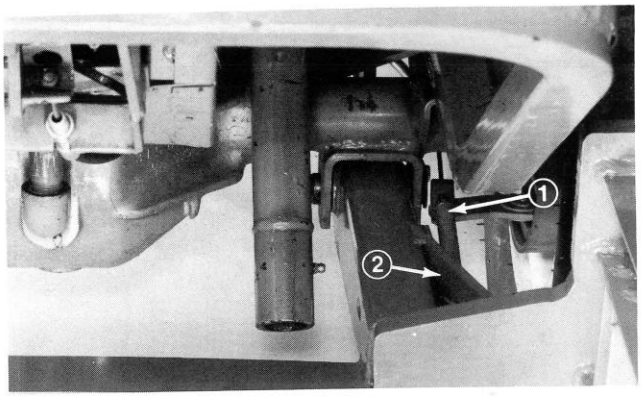

Figure 4
4. Remove cotter pins from clevis pins holding brake struts and yokes together, and discard the cotter pins. Keeping clevis pin in place, install short end of spring into hole in clevis pin to retain parts together. Connect other end of springs to slotted holes in frame. (Fig. 4).